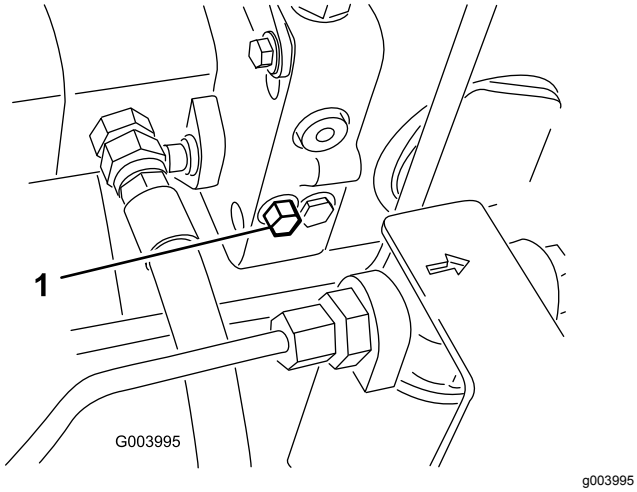

Figuur 37
1. De omloopklep bevindt zich links van hydrostaat (Figuur 37). Draai de bout 1,5 slag om deze te openen en de vloeistof inwendig om te laten leiden.